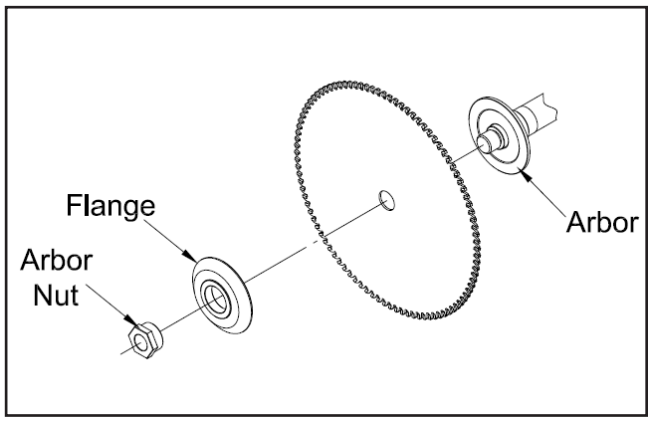

Figure 90. Order of assembly for main blade.
10. Thread arbor nut on counterclockwise and fully tighten it to secure the assembly (see **Figure 90** for order of assembly).